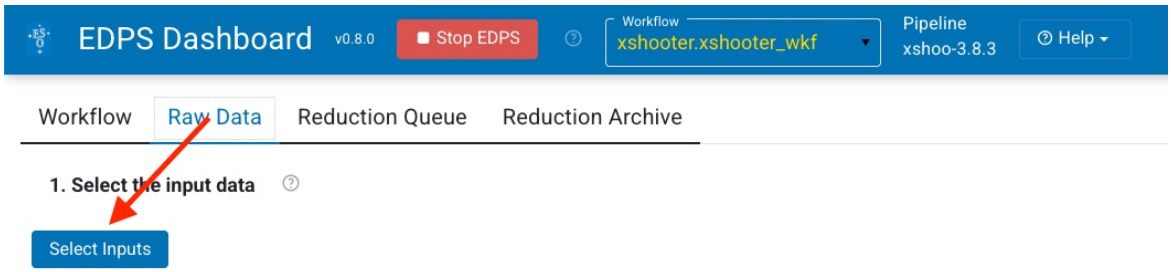

Figure 6: How to select input data.
2. Press ‘Select Inputs‘. A selection window will appear that allows to select data that are stored on a local disk (Figure 6).